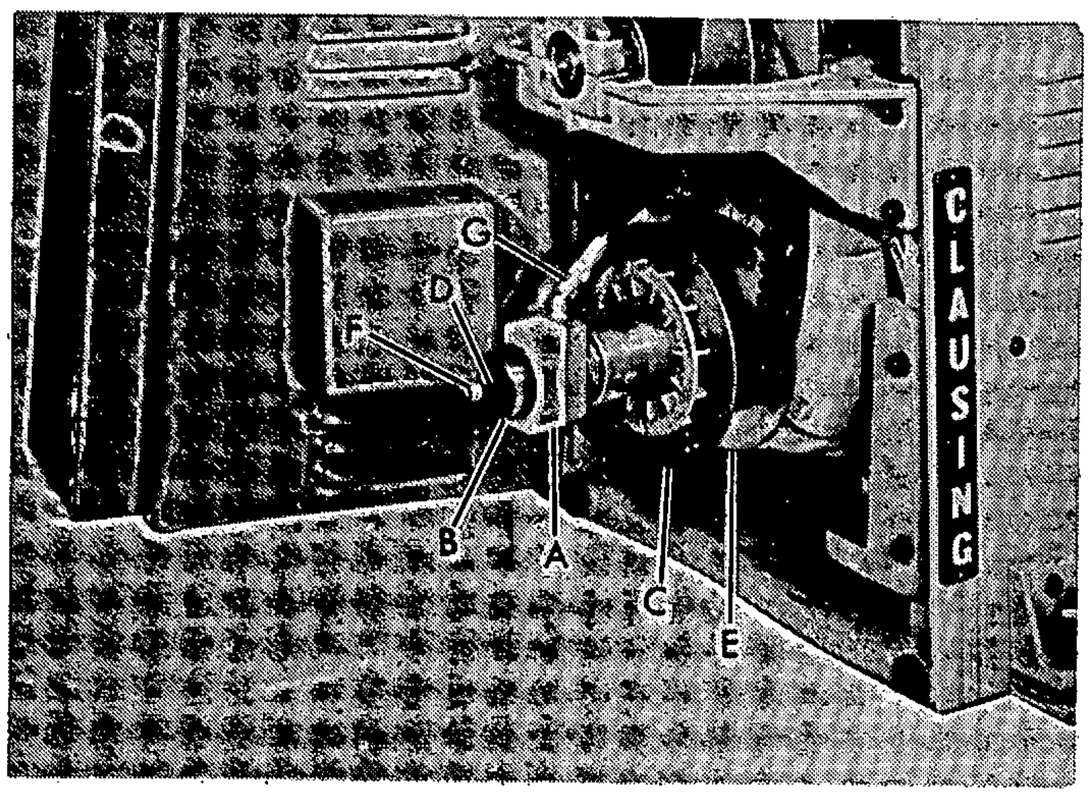

FIGURE 6
6. Hold variable pulley (C, fig. 6) so it will not rotate. Turn locknut (F) until approximately 1/8" of shaft (D) extends beyond locknut.
7. Start fitting (G) onto elbow.
2. Hold variable pulley (C, fig. 6) so it will not rotate. Turn locknut (F) – clockwise if speed is too low, counterclockwise if speed is too high.